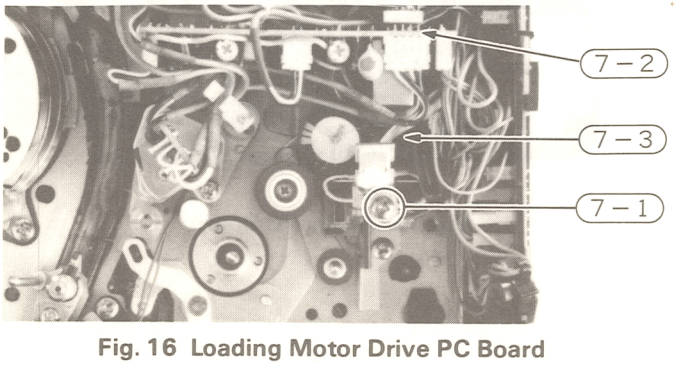

Fig. 16 Loading Motor Drive PC Board
7. Loading motor drive PC Board (Fig. 16)